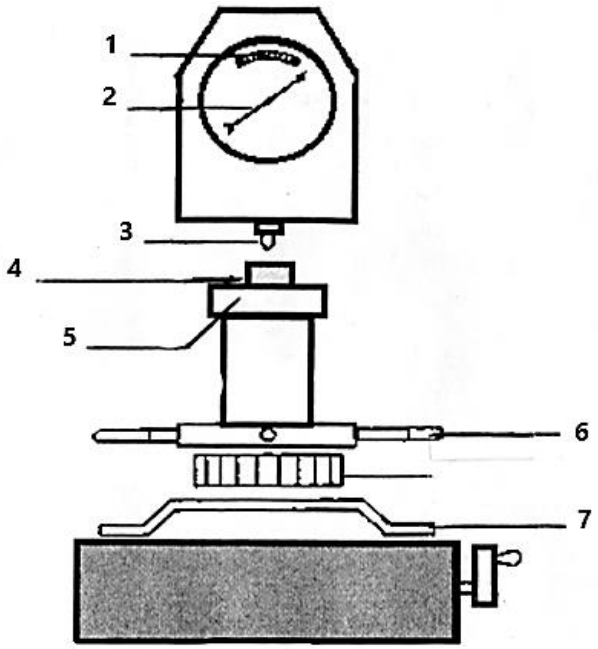

FIGURE 2
3.3 Identify and name all the parts (1–7) of the Rockwell testing machine shown FIGURE 2 below.